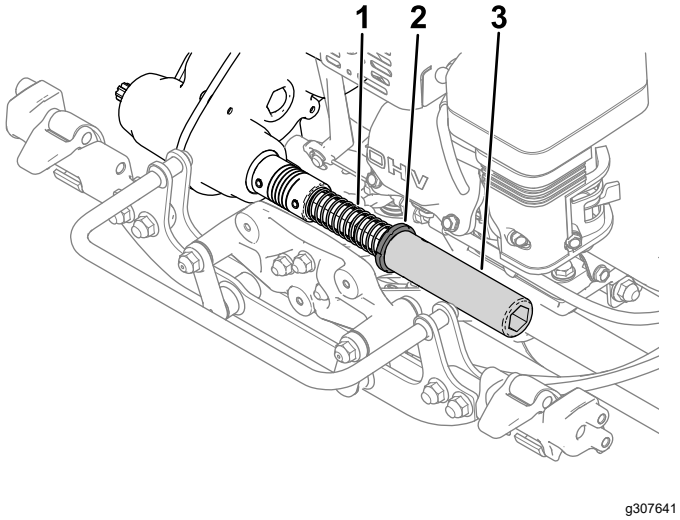

Figura 3
2. Montate la molla, il collare e il tubo esagonale sul giunto di accoppiamento della trasmissione (Figura 3).